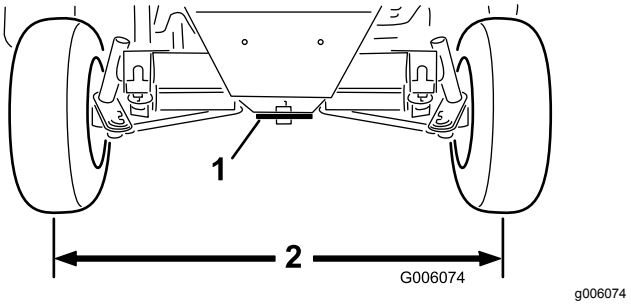

Figur 62
2. Justera bägge dragstängerna tills avståndet från mitt till mitt framtill och baktill på bakhjulen är detsamma (Figur 62).